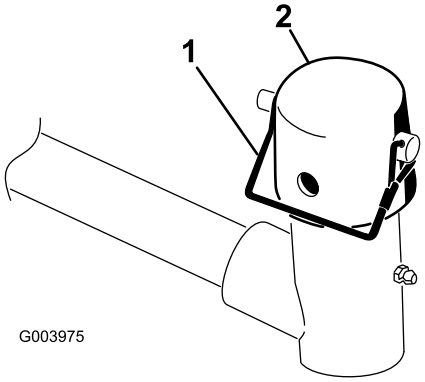

**Figuur 10**
7. Verwijder de borgpen en het kapje van het juk van het draaipunt van de hefarm (Figuur 10).
11. Zet het kapje en de as van het draagframe vast aan het juk van de hefarm met de borgpen. Gebruik de sleuf als een sturend maaidek is gewenst of de opening als het maaidek moet worden vastgezet in zijn stand (Figuur 10).